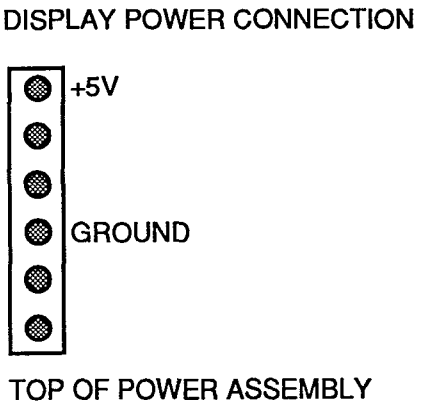

Figure 3-4, Test pins on display power connection
g. Using a digital meter check the power supply voltage to the display assembly. Refer to Figure 3-4. If no voltage is present then 3-pin power cable (W11) is defective.